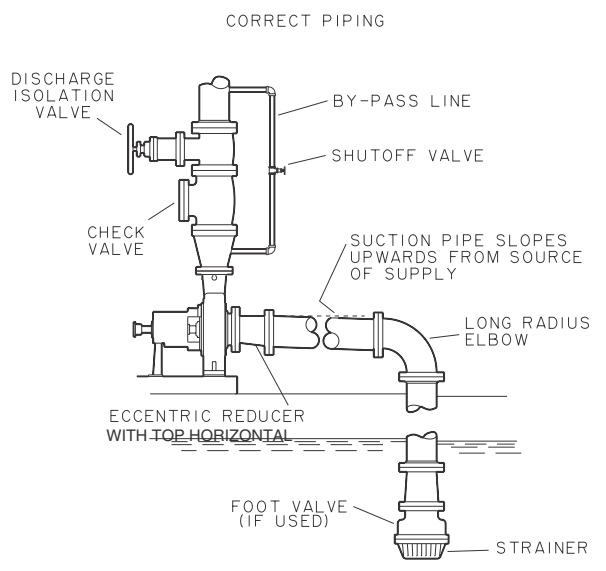

Fig. 23
3. Reducers should be eccentric at the pump suction flange with sloping side down and horizontal side at the top (Figs. 23, 24, 25).